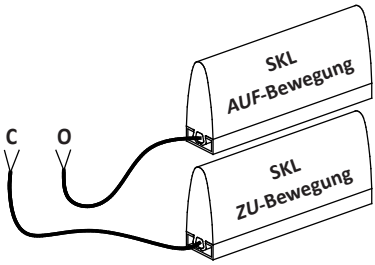

Bild 1: Verschaltung am Spulenkern
9.1 Anschluss am Spulenkern SPK 54 (Bild 1)